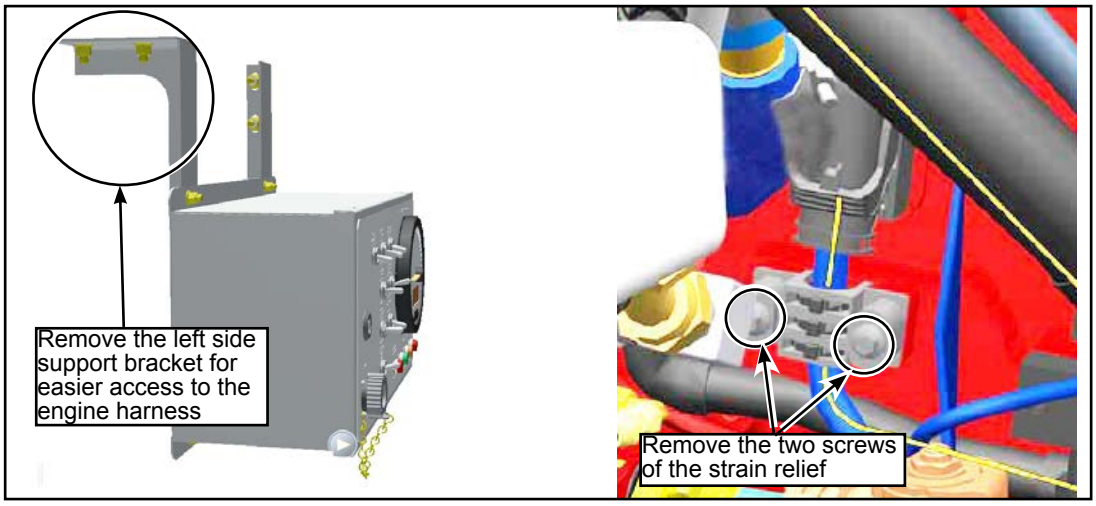

Figure 4 - Remove the Support Bracket and Strain Relief
1.5. Remove the left engine control box support bracket for easier access to the engine harness. Remove the two screws that secure the strain relief for the engine harness and disconnect the ECM (see Figure 4).